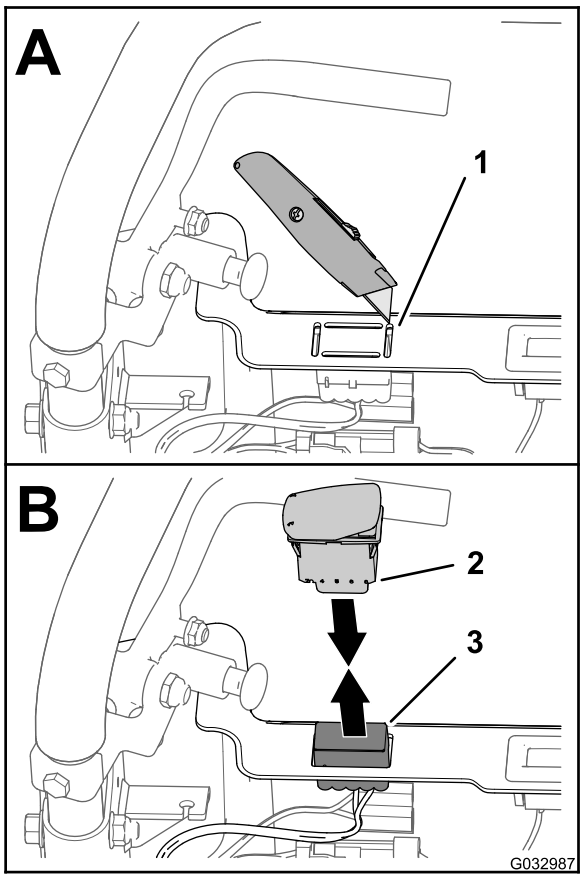

Figuur 15
1. Verwijder de plug links bovenaan het bedieningspaneel (A Figuur 15).
2. Trek de stekker met 10 contacten van de kabelboom van de verlichtingsset en de kabelboomset voor de urenteller door de opening in het bedieningspaneel (Figuur 15).
3. Sluit de stekker met 10 pinnen van de tuimelschakelaar met 2 standen aan op de stekker met 10 contacten van de verlichtingsset en de urenteller (Figuur 15).